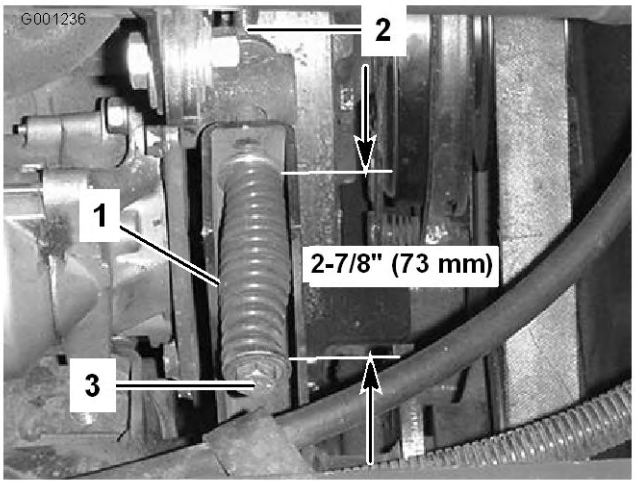

Figure 65
3. Desserrez l'écrou de blocage de la tige de tension (Figure 65).
4. À l'aide d'une clé de 1/2 pouce, serrez ou desserrez le ressort de tension de la courroie (Figure 65) pour obtenir une longueur de 73 mm.
4. À l'aide d'une clé de 1/2 pouce, desserrez complètement le ressort de tension de la courroie (Figure 65).
6. Montez la courroie de PDF neuve et tendez le ressort de poulie à 73 mm (Figure 65).
7. Serrez l'écrou de blocage (Figure 65) et fermez le capot.